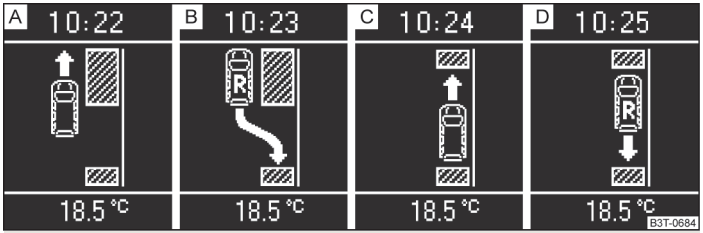

Fig. 134 **Display**
If the system has recognised a suitable parking space, this parking space is shown in the display » Fig. 134 - A.
- Continue driving forwards until the display appears » Fig. 134 - B.
- If the forward arrow in the display flashes » Fig. 134 - C engage the 1st gear or move the selector lever to position **D.**
- If the backwards arrow is flashing in the display » Fig. 134 - D, select reverse gear again or move the selector lever into position **R**.